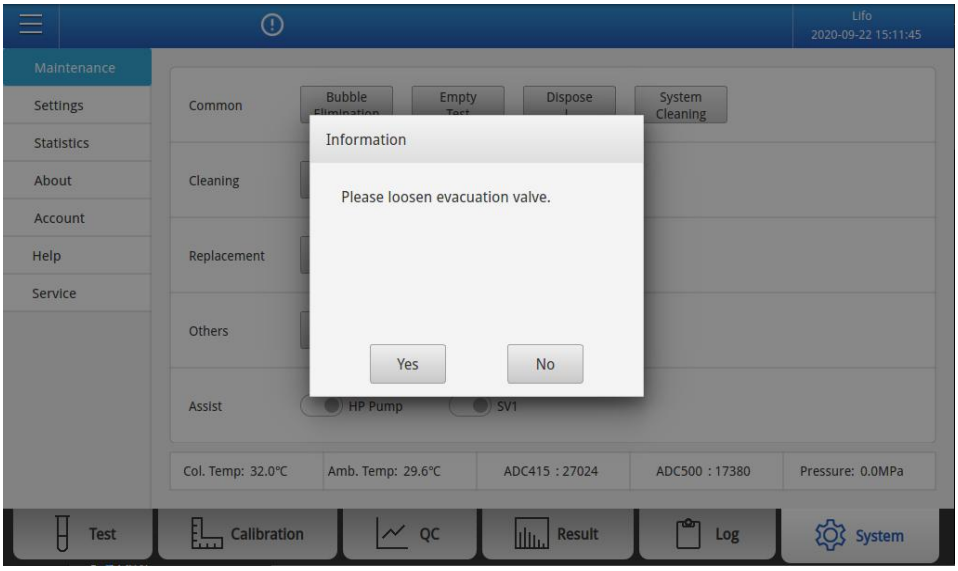

Fig. 10-7 After clicking “Change Reagent”
1)Replace with new reagents and click ”**Change Reagent** “ button and **Fig. 10-7** is displayed. Loosen evacuation valve, then click “**Yes**” button.